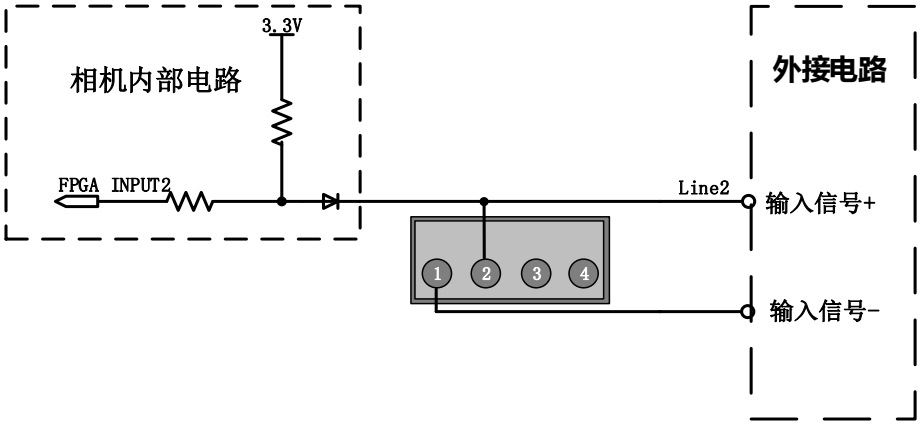

图 7-12 Line2 配置为输入引脚时相机内部等效电路
- Line2/3 配置为输入引脚时，相机内部等效电路如图 7-12 所示，以 Line2 为例